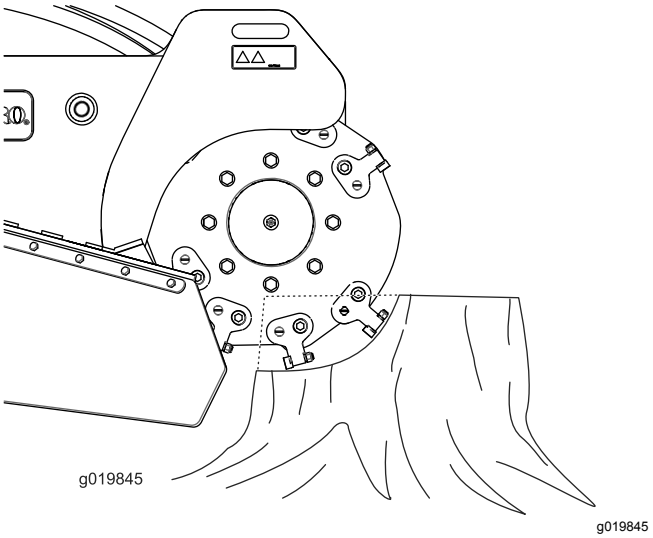

Figur 20
2. Använd fräsens manöverspak och drivreglaget för att placera fräsen på ena sidan framför stubben, ungefär 2 cm under kanten (Figur 20).
4. Sväng långsamt fräsen över stubbens ovansida med hjälp av manöverspaken, och skär bort flisor i ett svep (Figur 20).